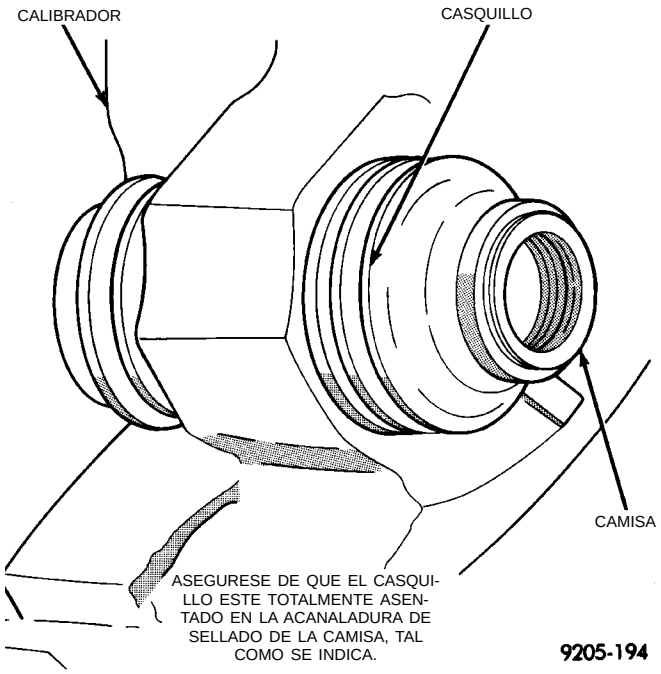

Fig. 174 Instalación correcta de la camisa y el casquillo del calibrador
(7) Sostenga la camisa en su lugar y coloque el otro extremo del casquillo sobre el extremo de la camisa y en la acanaladura de sellado en la camisa (Fig. 174). Asegúrese de que el otro extremo del casquillo no se haya salido de la acanaladura de sellado en la camisa.
(8) Cuando la camisa está correctamente instalada en el casquillo, debería ser posible sostener el conjunto de camisa/casquillo de sellado permanente